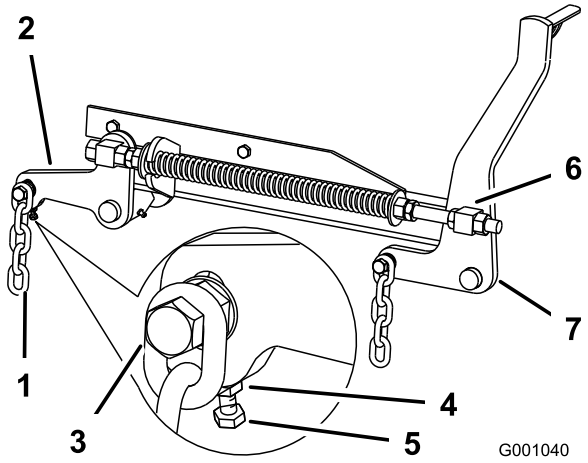

Figuur 76
7. Als de afstanden bij punten **B** of **C** niet correct zijn, maakt u de bout los waarmee de achterste ketting is bevestigd aan de achterste steunarm (Figuur 76).
8. Maak de contramoer onder de achterste steunarm los en draai aan de stelbout totdat de afstand 79-83 mm bedraagt (Figuur 76).
7. Draai de contramoeren op de voorkant van de rechter- en linkerwartel ongeveer 13 mm (Figuur 76) los.
8. Draai aan de drukmoeren op de linker- en rechterzijde van de machine totdat de voorkant van het maaimes bij 6 tot 10 mm lager staat bij **A** dan de voorkant bij **B** (Figuur 76).